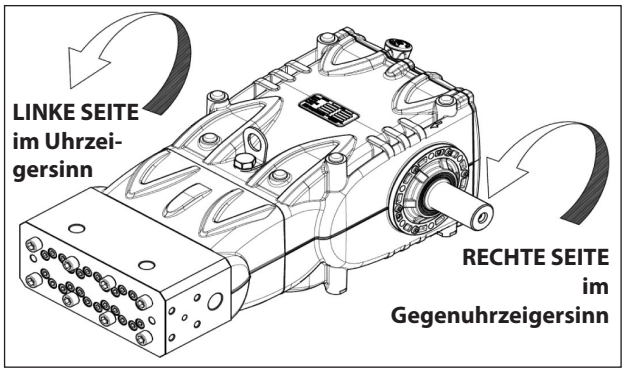

Abb. 6
Vor dem Pumpenkopf stehend muss die Drehrichtung den Angaben in Abb. 6 entsprechen.
**Hinweis** In Abb. 6 ist die rechte Pumpenausführung gezeigt.